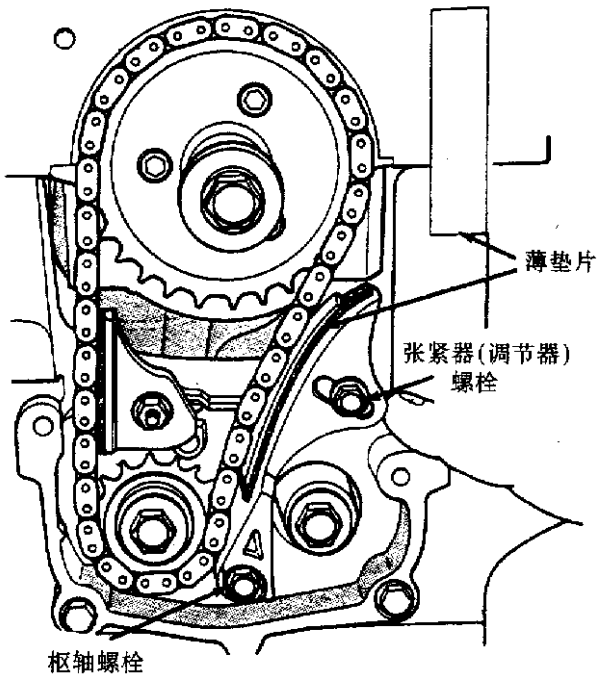

图 3－63　链张紧调节
(3)将厚 1mm、长 70mm 的薄垫片放在张紧器和链条之间，推张紧器和薄垫片压向链条。用一定的力(24.5～29.4N)作用于调节槽的后面，绷紧所有的松链条(链条必须有如图 3－63 鞋状半径的接触)。